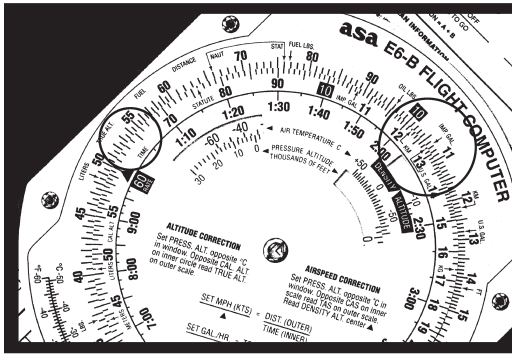

Figure 10
3. Read 53.2 Imperial gallons on the outer scale (*see* Figure 10). Because Imperial gallons are larger than U.S. gallons, the number of U.S. gallons will always be larger.